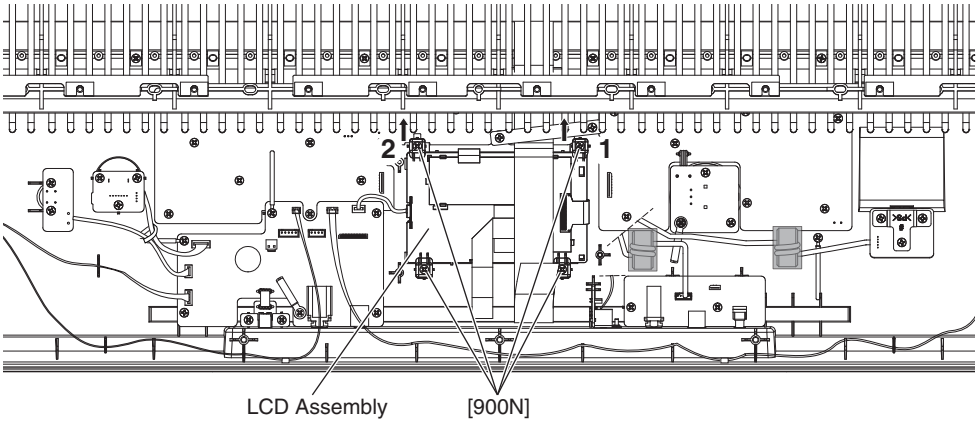

Fig.3
3-3 Remove the four (4) screws marked [900N]. The LCD assembly can then be removed. (Fig.3)
* ***When the LCD assembly is assembled, tighten the screws marked [900N] in the order of 1, 2 at the condition that pushed it to the keyboard side. (Fig.3)***